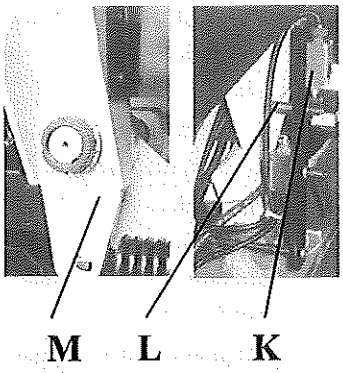

Fig. 3
5. Push button (B) for controlling downwards of saw arm. And control the downward speed by adjusting hydraulic volume valve.
6. When motor is running, push button (B), saw arm will automatically go down and start cutting the work piece. When the cutting is finished, saw arm will rise up itself. The motor will stop when saw arm touching the upper limit switch. Push button (F) to stop the machine, if needed.
7. When discontinued cutting or reset cutting is necessary during operation, close the cylinder feeding valve, then push the stop button (F)
8. When discontinued cutting or reset cutting is necessary during operation, close the cylinder feeding valve, then push the stop button (F)
9. Press emergency button (E) to shut-off the motor when in emergent situation. Before next operation, release (E) to get power.
10. An automatic shut-off limit switch is provided to stop the motor when the cut is completed. The limit switch (K) is controlled by button (L)(figure 3), which contacts the rear arm (M) for shutting off the motor and coolant system.